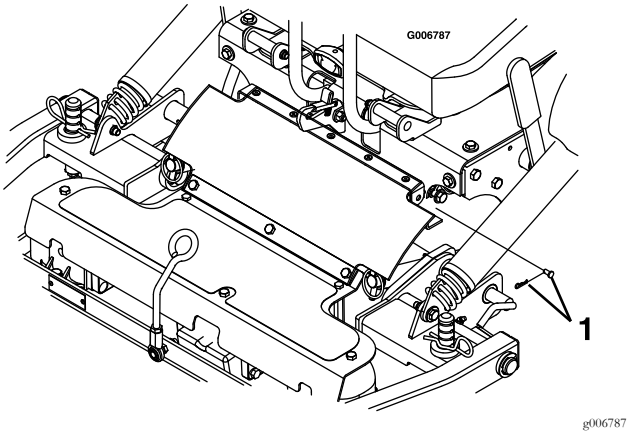

Figure 9
2. Remove hair pins and clevis pins from both sides of the PTO guard (see Figure 9). Fold guard forward.